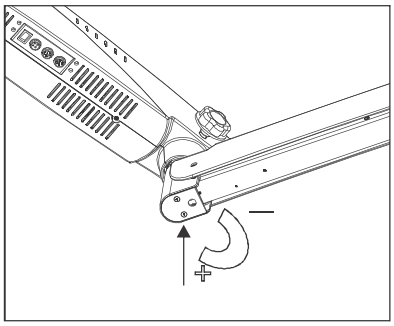

Fig. 19
2. Desserrez les deux boulons Allen en utilisant une clé Allen de 4 mm, comme indiqué dans la figure 19.